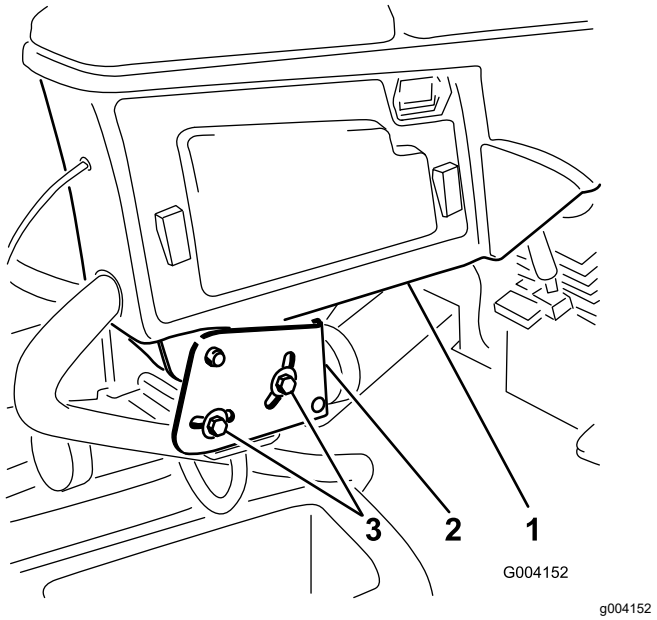

**Figuur 3**
1. Draai de 2 bouten los waarmee de bedieningsarm is vastgezet aan de bevestigingsbeugel (Figuur 3).